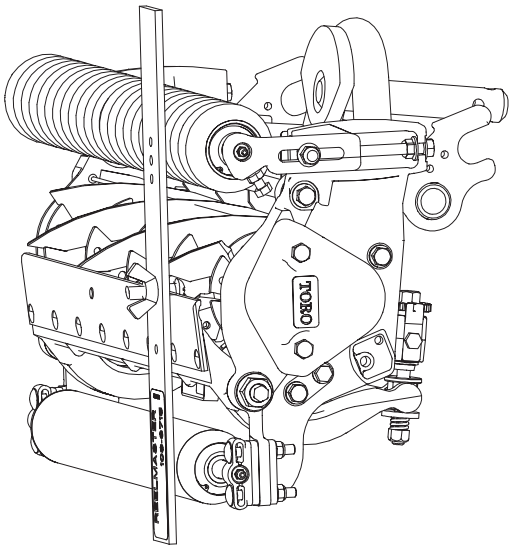

Figure 15
3. Hook the screw head on cutting edge of bedknife and rest rear end of bar on rear roller (Fig. 15).